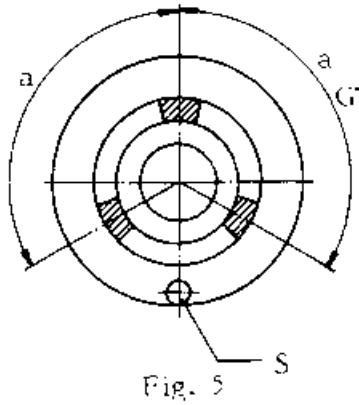

Fig. 5
* Place two correction weight "K" anywhere around the periphery, but at equal distance "a" from weight "G" (Fig. 5)